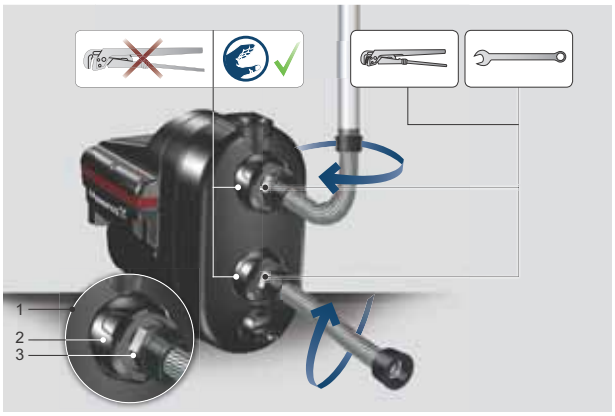

Fig. 3 Sådan monteres tilslutningerne
1. Drej omløberne med fingrene for at løsne tilgangs- og afgangsåbningerne. Se fig. 3.